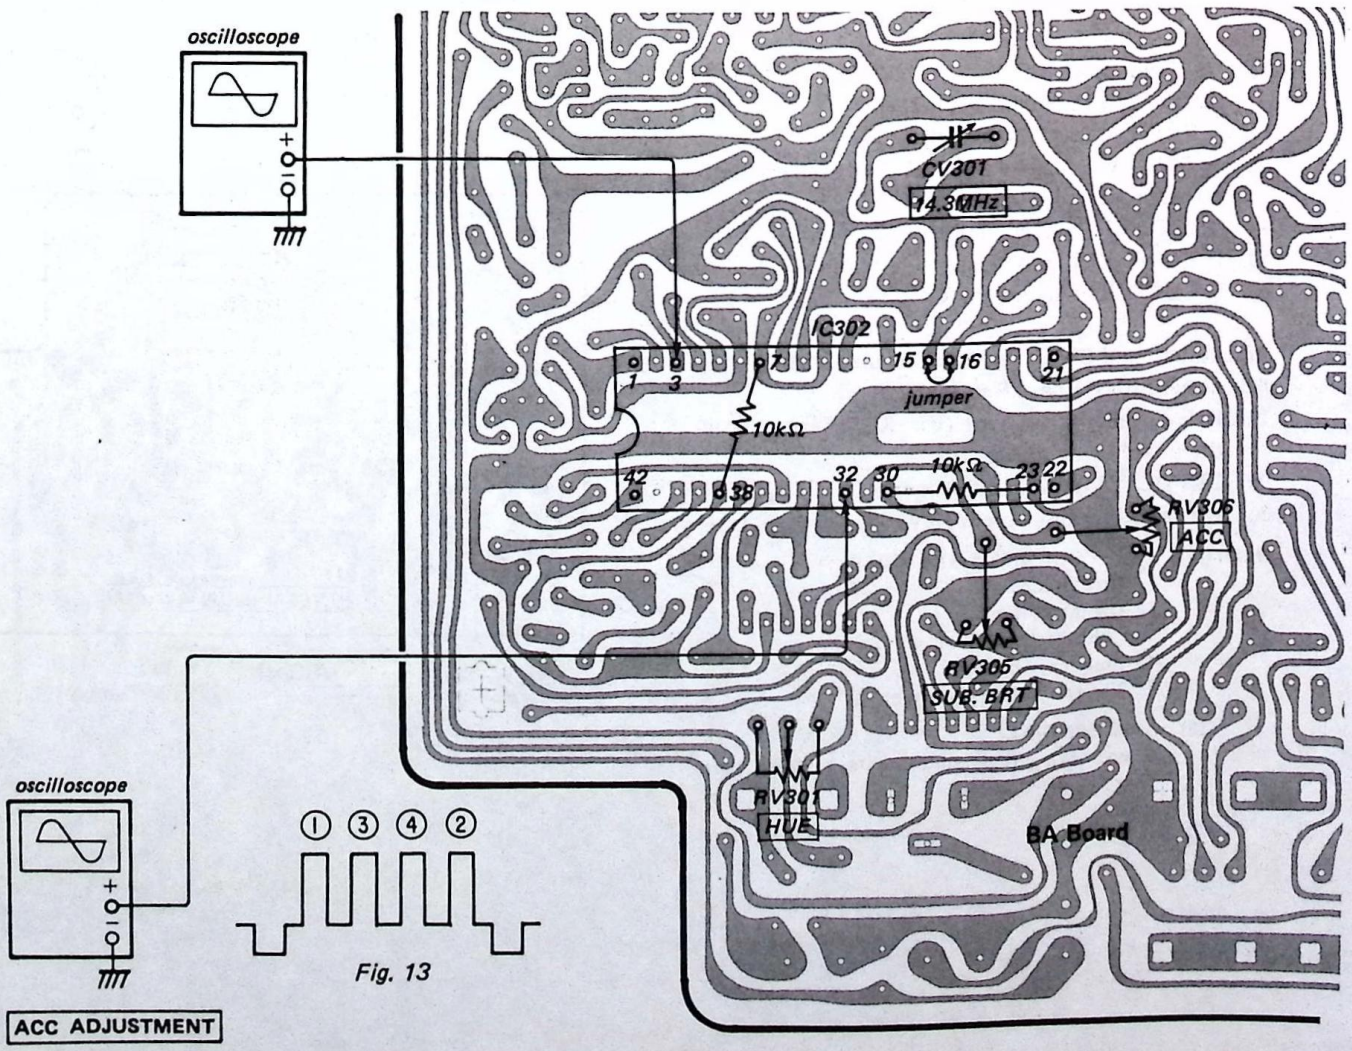

Fig. 13
2. *Check pin (32) (B out) of IC302 with an oscilloscope and adjust so the center point voltage of the ACC VR (RV306) is 10V ± 0.2V dc.*
3. *Adjust the HUE centering VR (RV301) so the blue output waveform will be as shown in Fig. 13. Give priority to levelling (1) and (2) and follow with (3) and (4).*